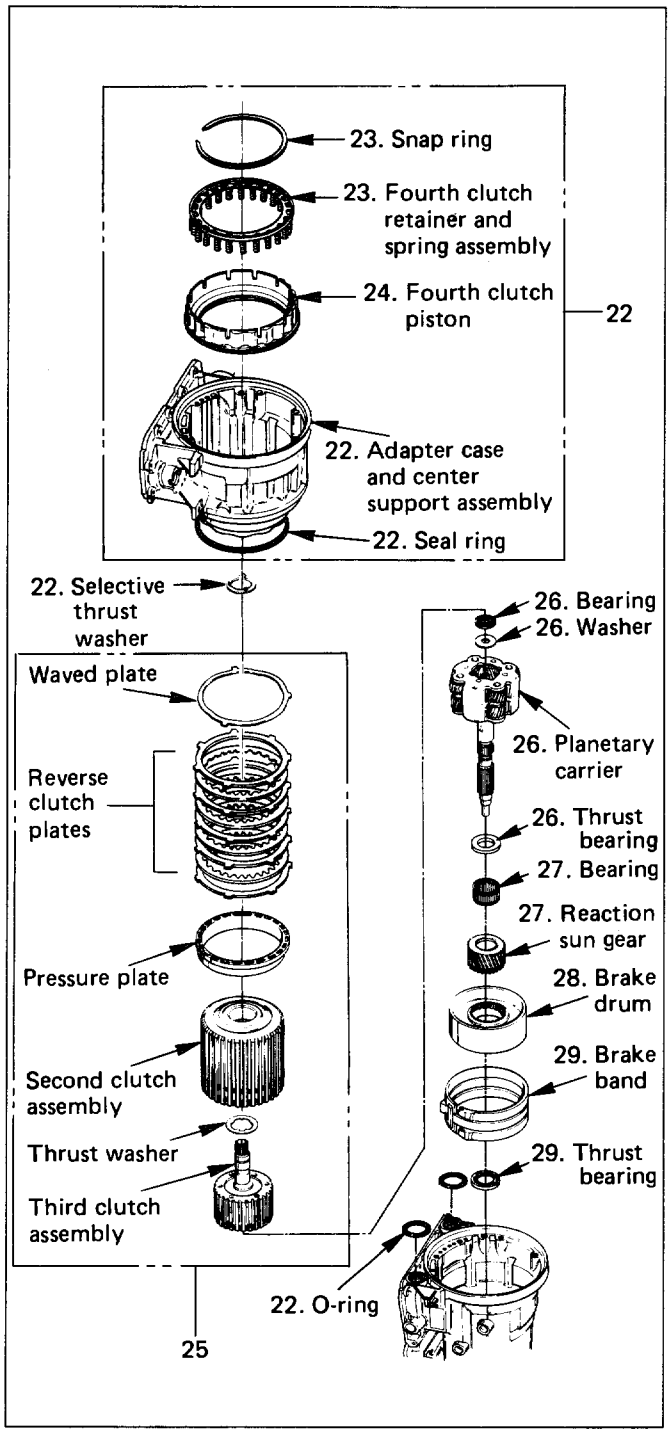

Fig. 7A-39
26. Planetary carrier assembly (Fig. 7A-39)